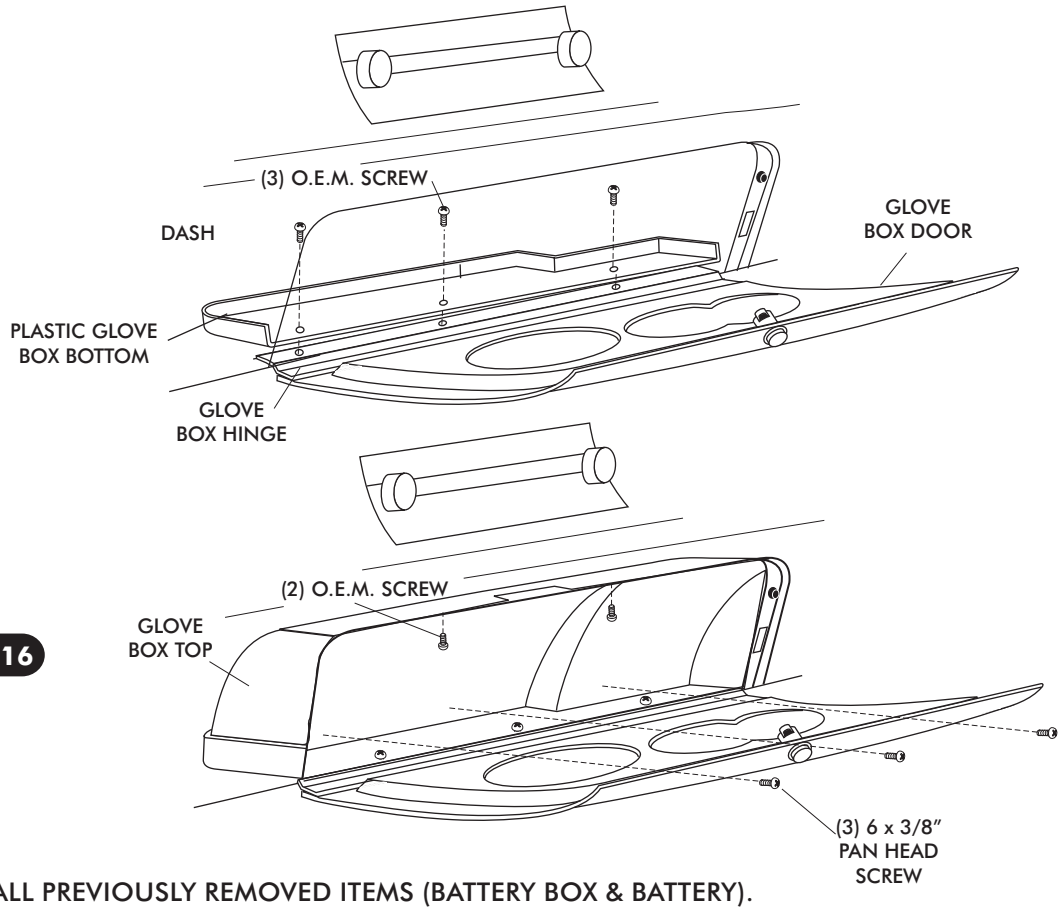

FIGURE 16
- ☐ INSTALL GLOVE BOX BOTTOM AND GLOVE BOX DOOR, SECURE TO DASH WITH (3) O.E.M. SCREWS. SEE FIGURE 16, BELOW.
- ☐ WITH GLOVE BOX BOTTOM AND DOOR IN PLACE, INSTALL GLOVE BOX TOP AS SHOWN, SECURE THE GLOVE BOX TOP AND BOTTOM TOGETHER USING (3) 6 x 3/8" PAN HEAD SCREWS AS SHOWN.
- ☐ SECURE THE GLOVE BOX TOP TO DASH USING (2) OEM SCREWS, SEE FIGURE 16 BELOW.